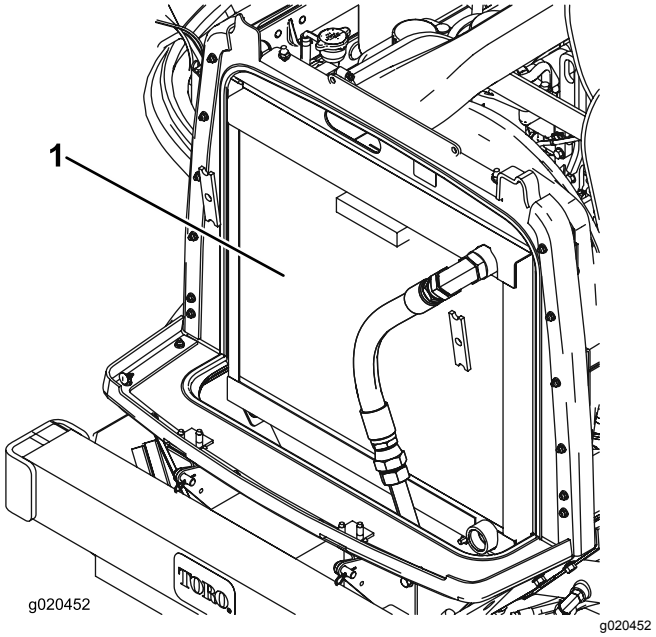

Figuur 72
3. Reinig beide zijden van de radiateur/oliekoeler grondig met perslucht (Figuur 72).